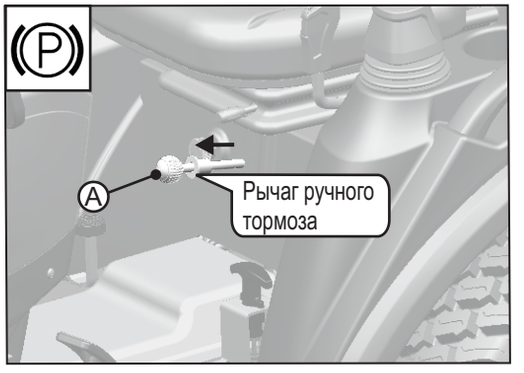

Рис. 4.19
- Потяните рычаг ручного тормоза вверх, чтобы включить ручной тормоз (Рис.4.19).
- Нажмите на штуцер (A, рис. 4.19) по направлению вперёд, надавите на рычаг ручного тормоза по направлению вниз и отпустите штуцер «A».